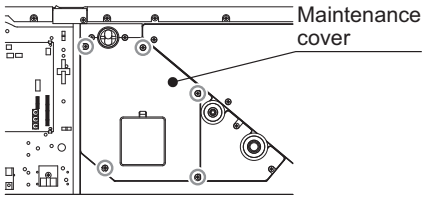

Fig.3
3. Remove the fixing screws shown in Fig.3, and remove the maintenance cover.